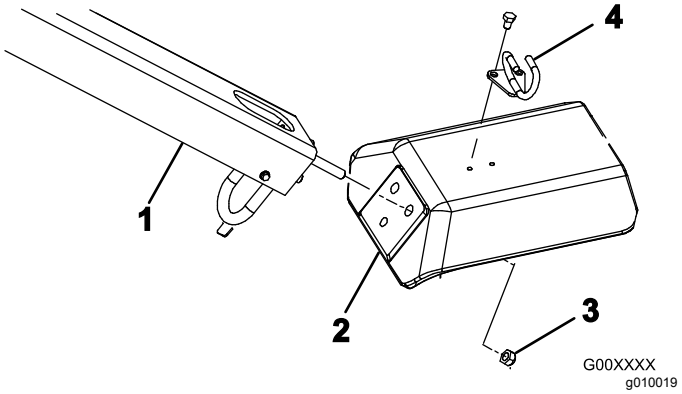

**Figur 4**
2. För in handtagets monteringsbultar i klykans hål (Figur 4).
3. Fäst handtagets bultar vid klykan med de tre låsmuttrarna (1/2 tum) (Figur 4)
5. Montera kabelföraren överst på klykan med två skruvar (5/16 x 1/2 tum) (Figur 4).